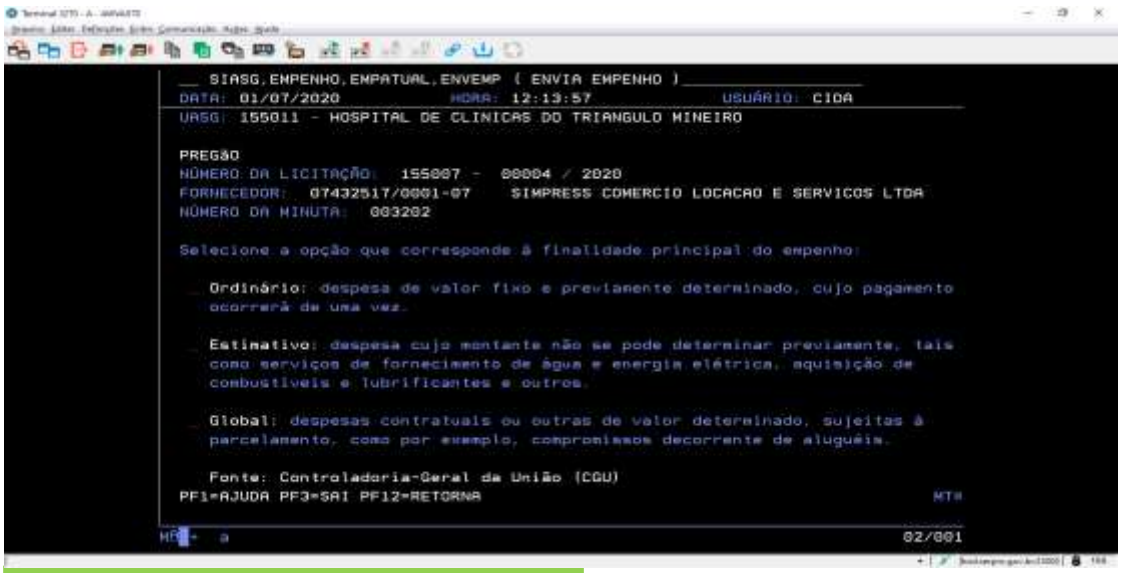

Figura 23: Informação vinculação a contrato
- ❖ "S" de SIM se o empenho for referente a um contrato; "N" de NÃO se não for (Figura 23)